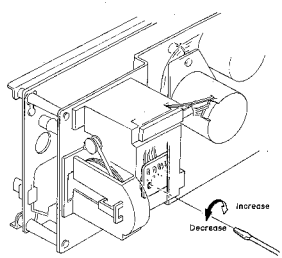

Fig. 4.3
(1) Remove the Top Cover.
(2) Connect a Frequency Counter to the Output Jack.
(3) Load a 3 kHz Wow/Flutter Tape (DA09006A) and play it back.
(4) Referring to Fig. 4.3, adjust the Tape Speed Adjustment Volume VR407 on the Speed Cal. P.C.B. to obtain 3,000 Hz on the Frequency Counter.